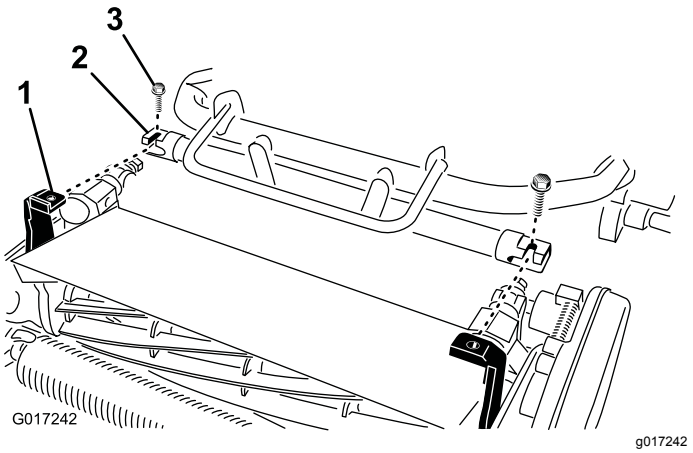

Figur 8
4. Flytta maskinens ram framåt tills den kopplas in i klippenhetens svängarmar Figur 8.
5. Säkra traktorenhetens ram mot klippenhetens svängarmar med de två skruvarna (⅜ x ¾ tum) (Figur 8).